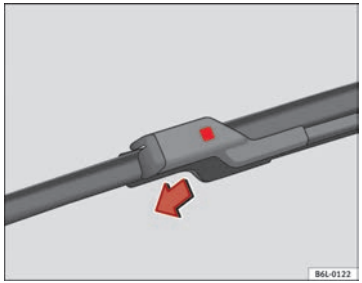

Fig. 131 Change windscreen wiper blade ▶
– Press on the securing tab ⇒ Fig. 131.